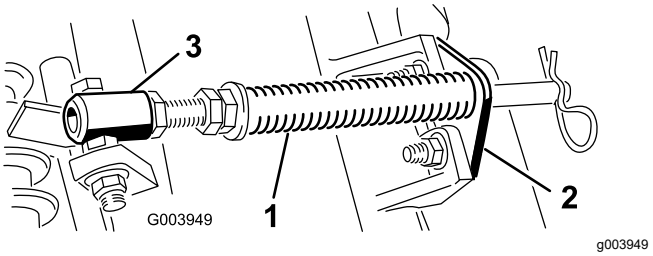

**Рисунок 10**
A. Выверните два каретных болта и две гайки, которые крепят кронштейн штока к выступам режущего блока (Рисунок 10).
B. Выверните фланцевую гайку крепления болта трубки пружины к выступу несущей рамы (Рисунок 10)